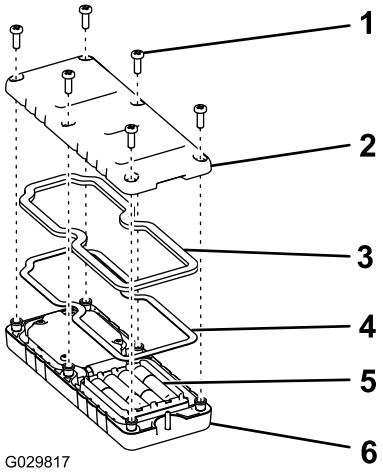

Figur 16
2. Sätt i nya batterier i facket och var noga med att placera polerna åt rätt håll (Figur 16).
3. Se till att stålpackningen och gummitätningen sitter i kanalen i handkontrollen och sätt tillbaka det bakre locket (Figur 16).
4. Fäst locket med 6 skruvar (Figur 16) och dra åt dem till 1,5–1,7 Nm.